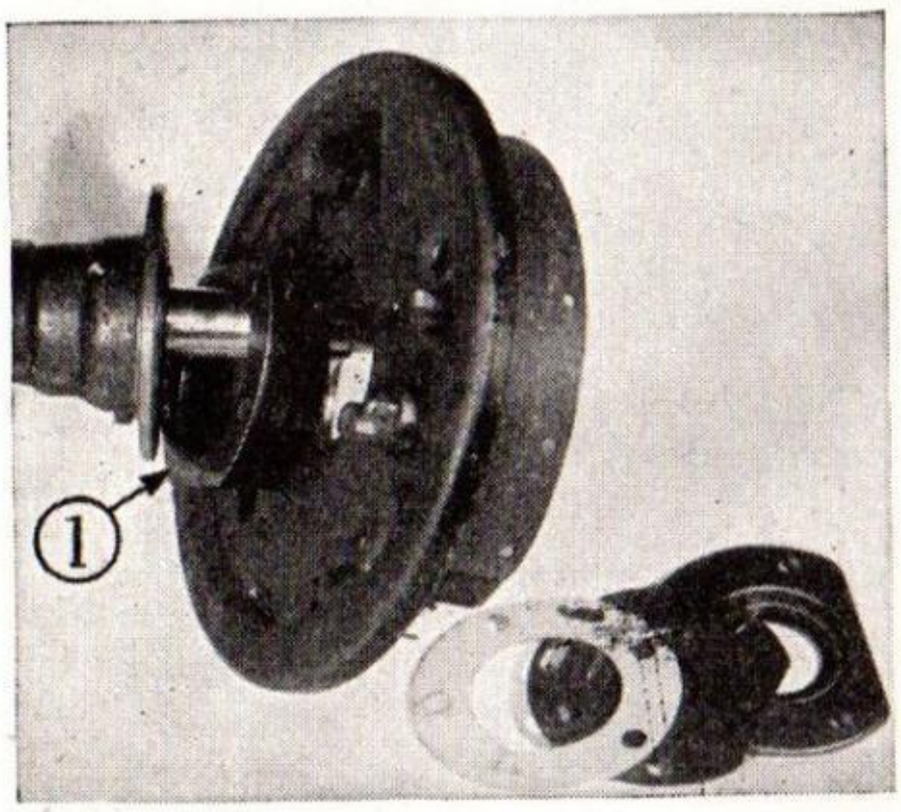

Fig. 37
REAR WHEEL BEARING ADJUSTMENT—Fig. 37: The correct adjustment is when .003″ to .006″ end play exists in axle shafts. To adjust—jack up both rear wheels, remove hub cap, and axle shaft nut. Pull off wheel.
Remove screws holding brake support plate to axle tube. Remove shims (1) fig. 37 until .003″ to .006″ end play exists in axle shafts. End play in both axle shafts is removed from either side.